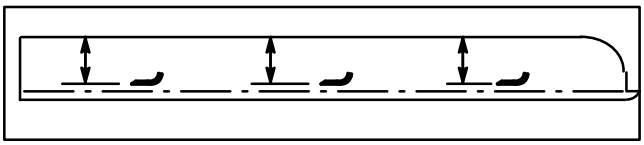

Figure 24
2. Rotate blade until the ends face forward and backward. Measure from inside of cutting unit to cutting edge at front of blade (Fig. 24), and remember this dimension.